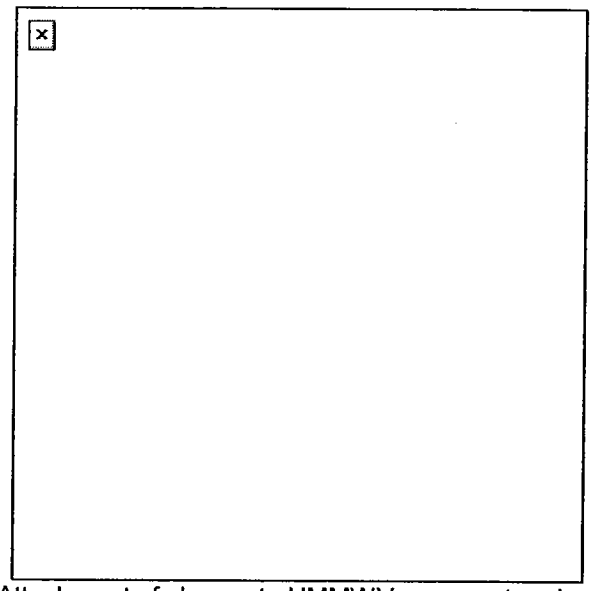

Figure 5. Attachment of clamps to HMMWV amament pedestal carrier.
3. Attach the T&E assembly (A, Figure 5).
(1) Assemble the middle clamp around the base of the pedestal, about 2 inches below the welded pin (B, Figure 5). Tighten the clamp by turning the train lock clockwise. Using a 9/16-inch wrench, tighten the screw on other side of clamp the same amount that you tightened the first screw.
(2) Attach two support clamps. Using two 9/16 wrenches, attach one support clamp above and one below the already installed middle clamp. Tighten each screw two turns until snug.